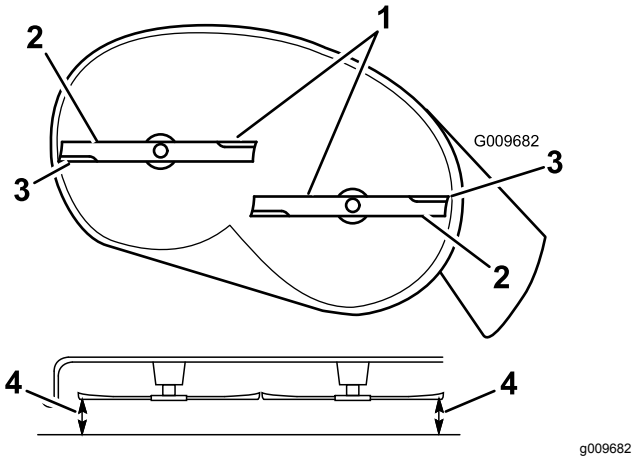
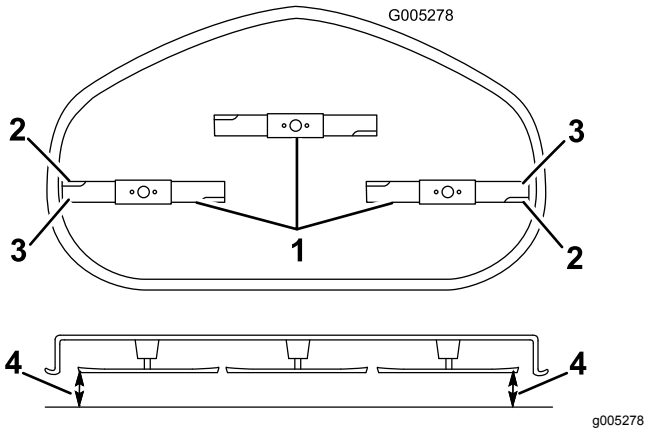

Figur 59
Figur 60
4. Rotera försiktigt kniven eller knivarna så att alla knivar är parallella (Figur 59 och Figur 60).
5. Mät mellan de yttre knivseggarna och den plana ytan (Figur 59).